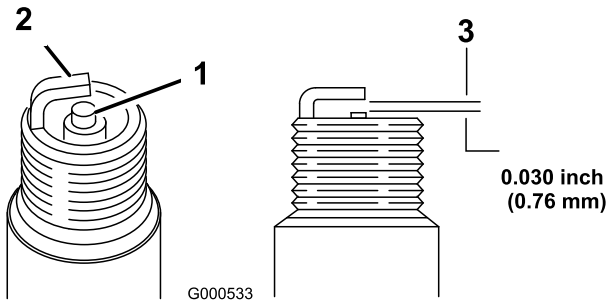

Figura 26
5. Ajuste la distancia entre los electrodos a 0,76 mm; consulte Figura 26.